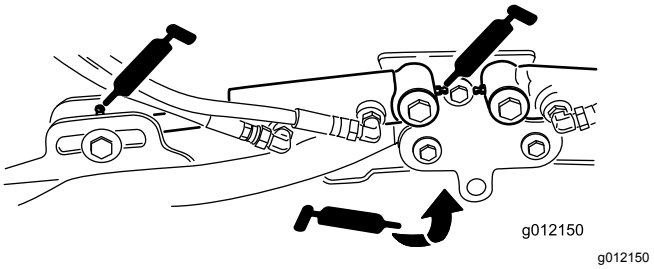

Figur 42
- Klippenheternas lyftarmscylindrar (2 var) (Figur 42)
- Lyftarmens svängtappar (1 var) (Figur 42)